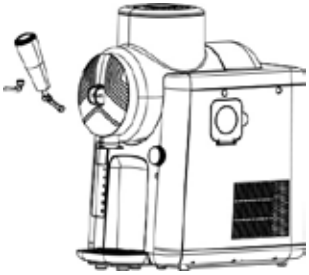

Abb. 4
12. Führen Sie nun den Zapfhahn in die Öffnung ein und setzen Sie den Sicherungsstift ein, um den Zapfhahn zu befestigen (Abb. 4): Dafür müssen die Öffnungen des Auslasses und des Hebels am Zapfhahn übereinander ausgerichtet werden; anschließend stecken Sie den Sicherungsstift hindurch und drehen diesen, bis der kleine seitliche Stift in die Öffnung am Gerät passt. Falls der weiße Kolben im Ausgabeschacht nicht richtig sitzt und das Einsetzen des Zapfhahns verhindert, beachten Sie die Hinweise im Kapitel „Reinigen und Pflegen“.